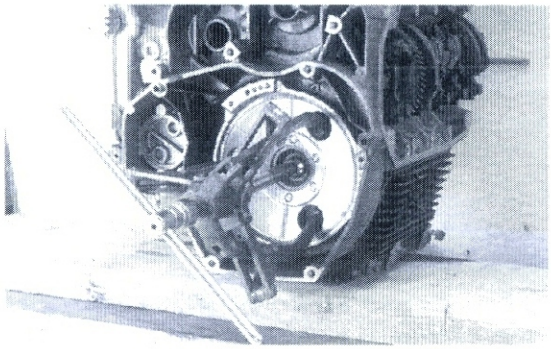

Bild 172
- Kupplungsgehäuse abziehen. Auf Verbleib der dahinterliegenden Anlaufscheibe achten. Falls Gehäuse schwergängig, Gehäuse mit Dreipunktabzieher abziehen (Bild 172).